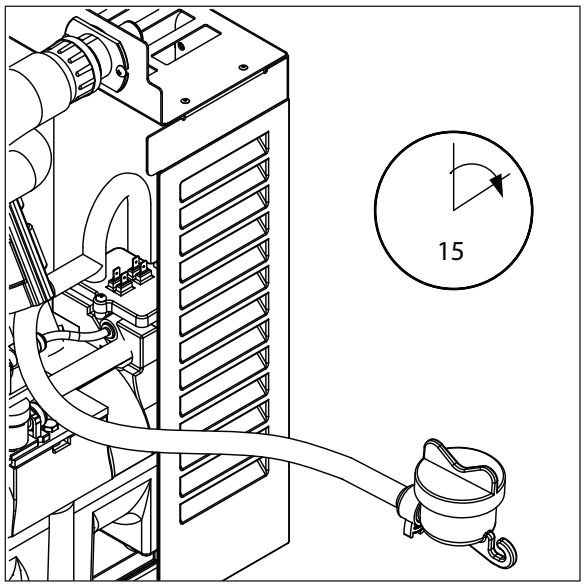

Fig. 4
4. To sanitize – Press CLEAN button. The machine will drain. Wait for LO WATER light to come on (Fig. 4).